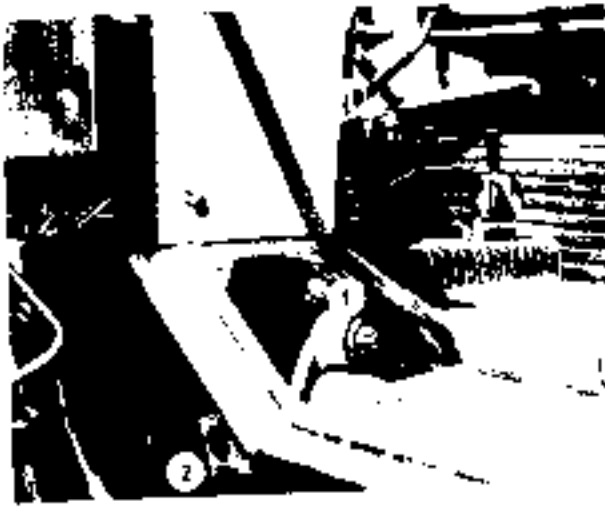

Fig. 9
14. Compressor engagement lever (Fig. 9:3).